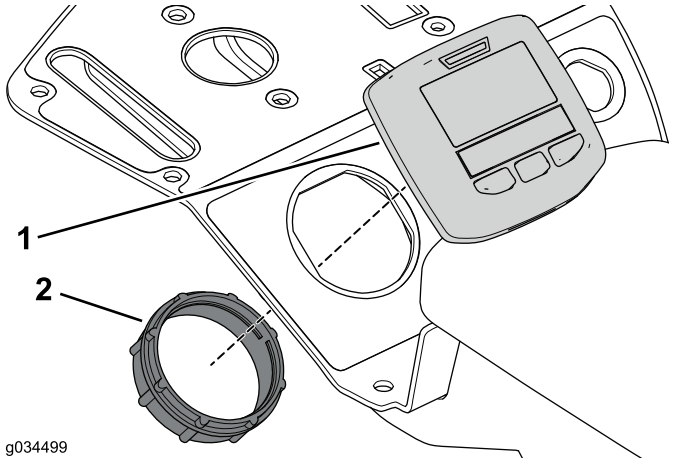

Figur 28
3. Brug låseringen til at fastgøre skærmen til konsollen (Figur 28).